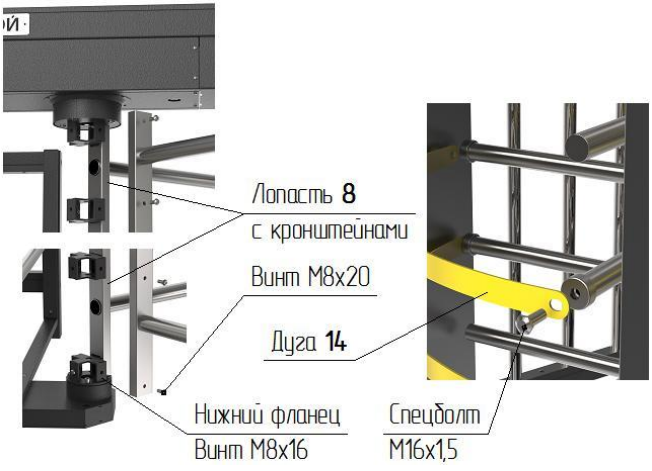

Рис. 6
– установите на посадочные плоскости фланцев лопасть с внутренними кронштейнами (рис.6) и закрепите винтами М8х20 (не затягивая их), положение "верх" указано маркировкой;